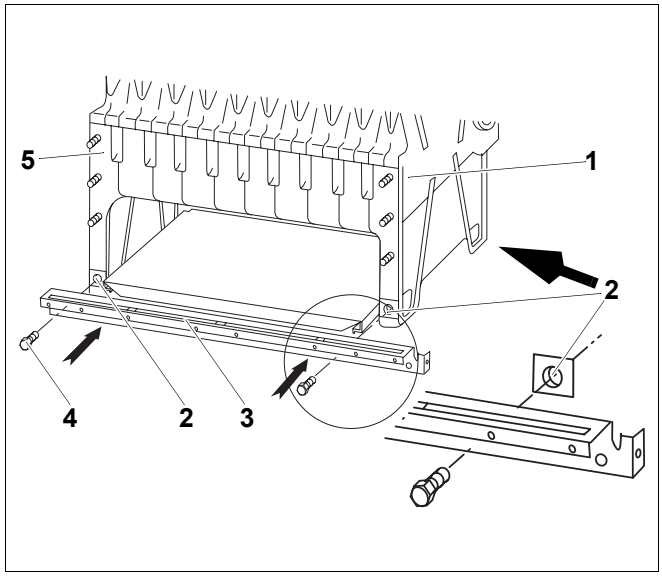

Rys. 39 Montaż cokołu wzdłużnego
Strzałka na rys. 39 pokazuje przód bloków kotła.
Cokół wzdłużny należy zamontować do kotła grzewczego tak, aby zagięta krawędź znalazła się z przodu kotła grzewczego. Cokół wzdłużny wystaje z przodu kotła grzewczego (przyłącze wodne) więcej niż z tyłu kotła grzewczego (porównaj rys. 39).
- Nałożyć nakrętki klatkowe M8 (rys. 39, **poz. 2**) na nóżki członów końcowych (rys. 39, **poz. 1** i rys. 39, **poz. 5**).
- Luźno przykręcić cokół wzdłużny (rys. 39, **poz. 3**) do członów końcowych (rys. 39, **poz. 1** i rys. 39, **poz. 5**) śrubami z łbami sześciokątnymi M8 × 35 (rys. 39, **poz. 4**).